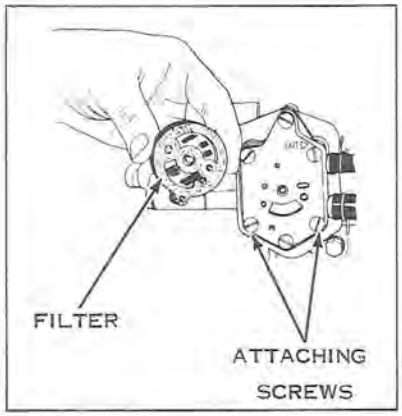

Figure 5-10
b. Inspect the filter for accumulation of sediment by removing the filter capscrew and the filter cap (see Figure 5-10). Clean the filter cover and fuel connectors in solvent and blow dry.